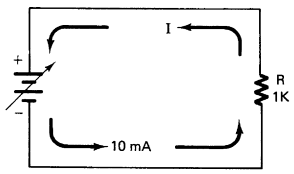

FIGURE 3-1C Circuit with 10 mA current.
16. Compute the voltage for the circuit in Fig. 3-1C that would produce 0.01 A of current. $V = I \times R$ = _____ V.